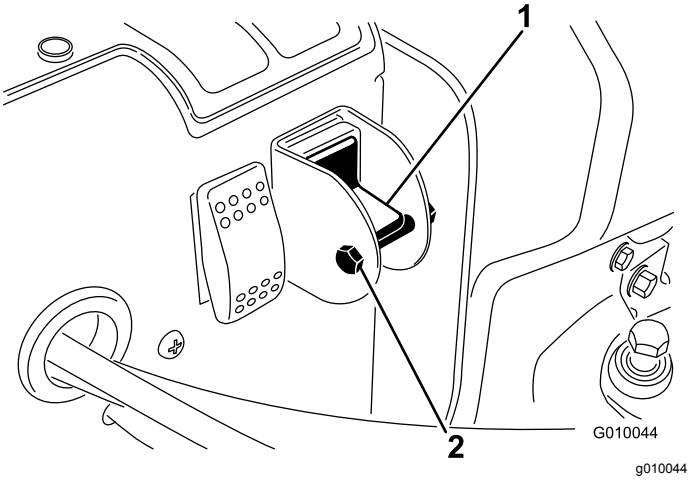

Figur 23
4. Fjern låsebolten og mutteren fra velgerbryteren (Figur 23).